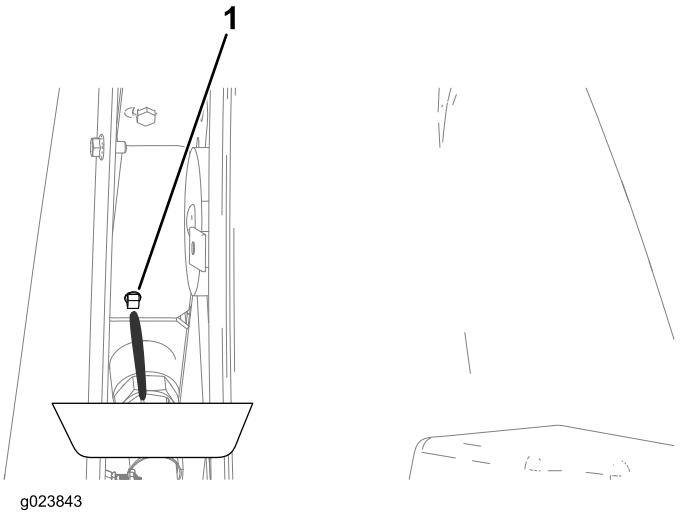

Rysunek 108
4. Umieścić miskę drenażową pod korkiem (Rysunek 108).
7. Zamknąć korek spustowy (Rysunek 108).
C. Zamknąć korek spustowy (Rysunek 108).
H. Zamknąć korek spustowy (Rysunek 108).